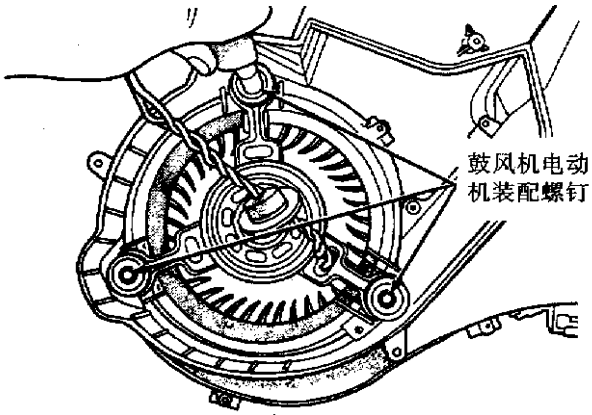

图 11－12　鼓风机电动机螺钉
②从鼓风机电阻块上找出并拆去电线接头(图 11－13)，电阻块位于汽车乘客一侧发动机舱背部，刮水器模块下面。注意：并不需要拆下刮水器模块。
③在电阻块一侧插入一个一字形撬棒工具并向里推，将电阻块拆下来。在电阻块右手端有两条导向管，帮助定位插入的一字形撬棒工具。电阻块那侧的夹子此时松动，拉出电阻块。警告：电阻块可能是热的，在装置刚刚运行过之后，不要试图修理电阻块。开始修理前，应先让装置冷却。